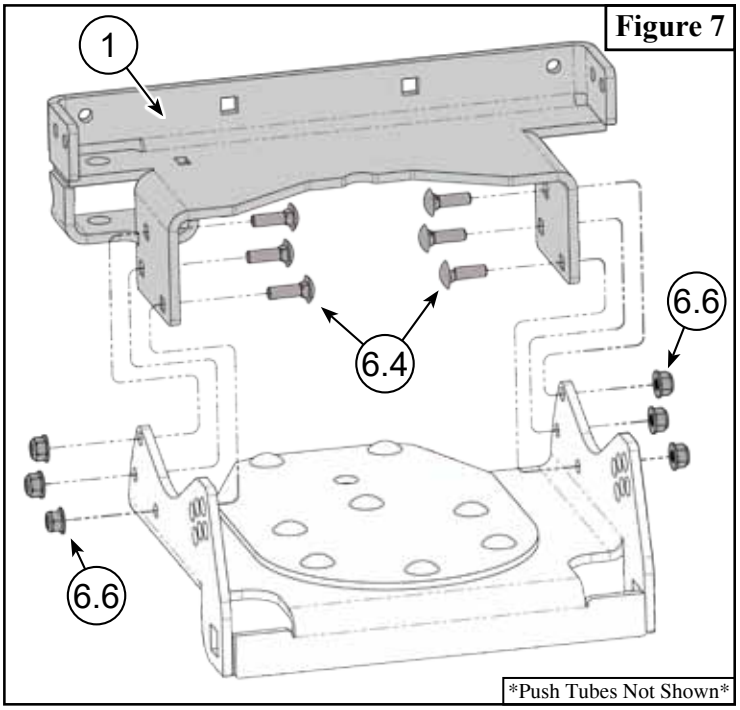

Figure 7
7. Loosely assemble Backer Plate (2) to the Cradle Bracket (1), using Carriage Bolts (6.3) and Lock Nuts (6.6), as shown in **Figure 7**.
8. Place Cradle Bracket (1) over the Cradle and attatch with Bolts (6.1) and Lock Nuts (6.6), as shown in **Figure 7**.
8. Set Actuator Cradle Bracket (1) inside of the cradle and loosely secure using Bolts (6.4) and Nuts (6.6) as shown in **Figure 7**.